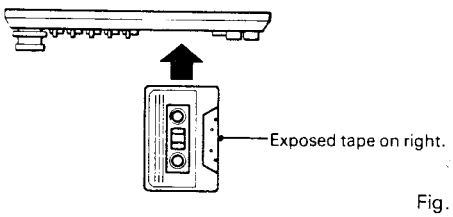
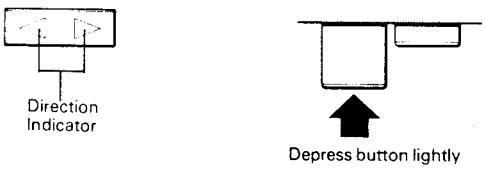

Fig. 1
Fig. 2
1. Insert the cassette tape into the Cassette Insertion Slot ❹ until it is locked in position with the exposed piece of tape on the right. (The unit will automatically switch to the tape mode when a cassette is inserted while the radio is on.) (Fig. 1)
2. Adjust Volume ❷, Balance ❷, and Fader ❶ Controls. Pull out the Balance Control Knob ❷ and rotate to adjust balance.
3. Depress the Direction Change Button ❼ to switch over from the side of the tape you are listening to now to the other side during play.
4. To fast forward the tape, depress the Fast Forward/Rewind Button ❻ pointing in the same direction as the Direction Indicator until it locks into position. To rewind the tape, depress the Fast Forward/Rewind Button pointing in the opposite direction to the Direction Indicator until it locks into position. To release the fast forward or rewind mode, simply depress the other button lightly. (Fig. 2)